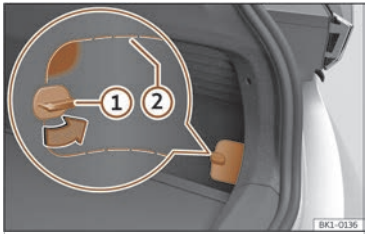

**Fig. 62** On the lower right-hand side of the luggage compartment trim: cover with cutting lines.
- Turn the cover lock >>> Fig. 62 ① through 90°.
- Press the surface over the lock inwards >>> Fig. 62 (marked zone).
- Insert your hand through the opening and pull the cover off. If necessary, apply a suitable object along the cutting lines ② >>> Fig. 62.